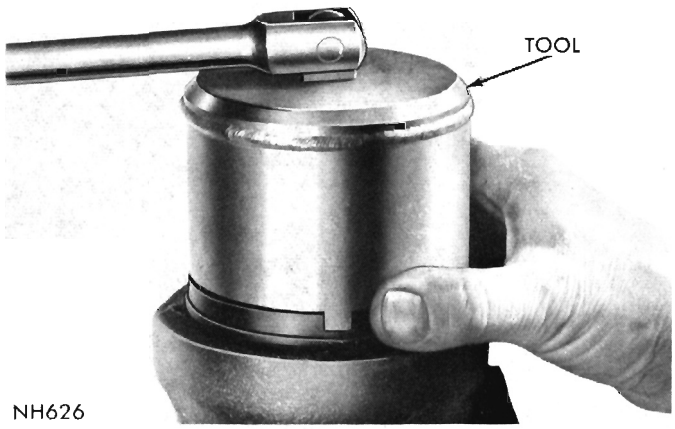

Fig. 11—Removing Power Train Retaining Nut
(6) Rotate wormshaft to position gear shaft sector teeth at center of piston travel. Loosen steering power train retaining nut with Tool C-3634 (Fig. 11).
(7) Position holding Tool C-3323 so sector shaft is in a horizontal position. Place Tool C-3875 on threaded end of gear shaft and slide tool into housing until both tool and shaft are engaged with bearings.
(8) Turn wormshaft to full left turn position to compress power train parts. Remove power train retaining nut with Tool C-3634 (Fig. 11). Remove housing head tang washer.
(9) While holding power train firmly compressed,